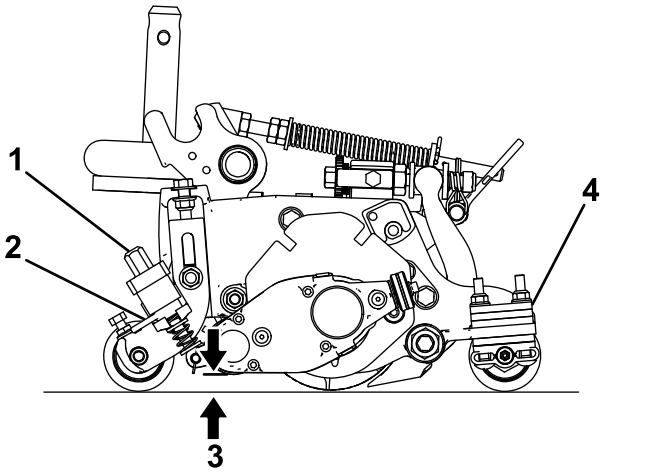

Рисунок 23
3. Поверните рычаги быстрого подъема (Рисунок 23) в положение Вкл. (рукоятка направлена в сторону передней части режущего блока).
4. С одной стороны барабана механической щетки измерьте расстояние от самого нижнего конца ножа механической щетки до рабочей поверхности (Рисунок 23). Поворачивая ручку регулировки высоты (Рисунок 23), поднимите или опустите конец ножа механической щетки на требуемую высоту.